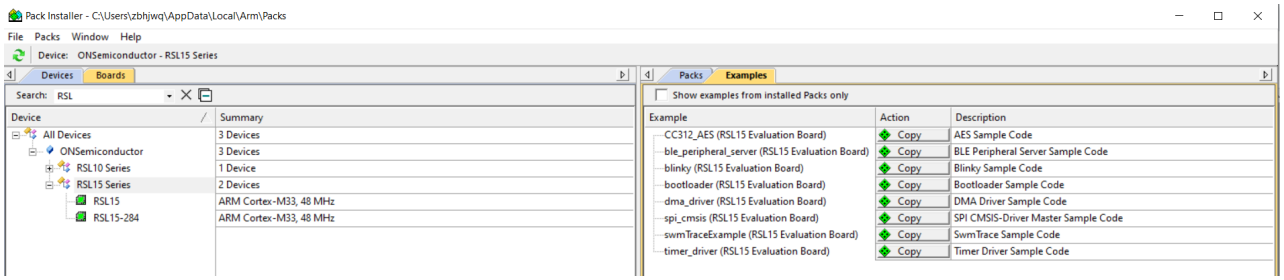

Figure 23. Pack Manager Perspective: Examples Tab
2. Choose the example project called *blinky*, and click the **Copy** button to import it into your workspace (see the "Pack Manager Perspective: Examples Tab" figure (Figure 23)). Choose a destination folder for a copy of the sample code. We recommend leaving the **Launch µVision** checkbox checked.